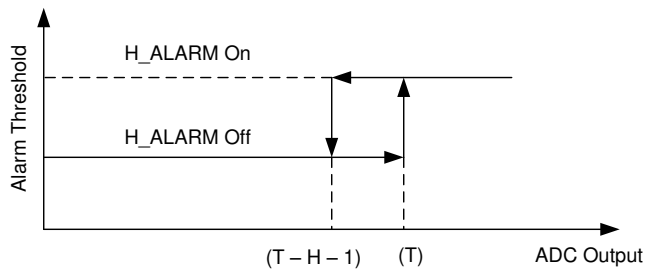

Figure 7-17. High ALARM Hysteresis
The device sets the input high alarm when the digital output exceeds the high alarm upper limit [high alarm threshold (T)]. The alarm resets when the digital output is less than or equal to the high alarm lower limit [high alarm (T) – H – 1). This function is shown in Figure 7-17.